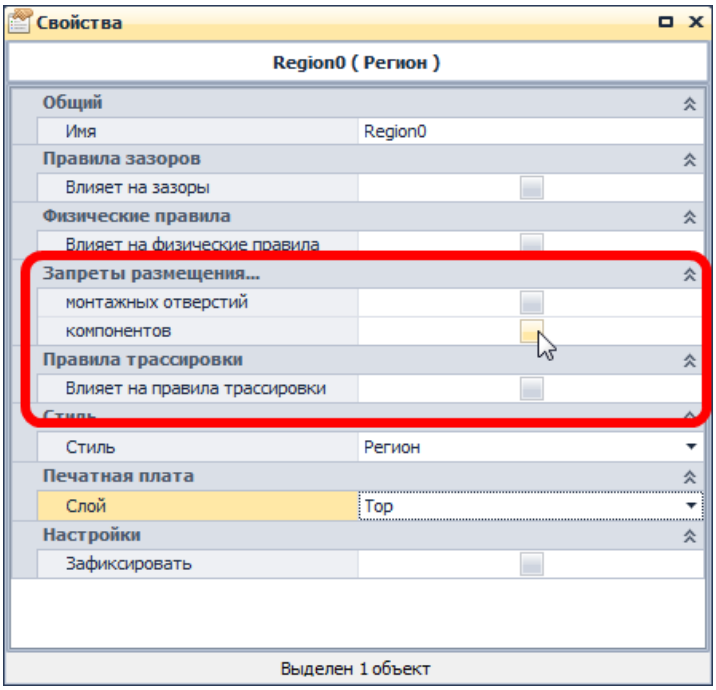

Рис. 717. Выбор типов запрещенных объектов
5. В панели «Свойства» выбрать типы объектов, для которых будет установлен запрет на размещение, см. Рис. 717.